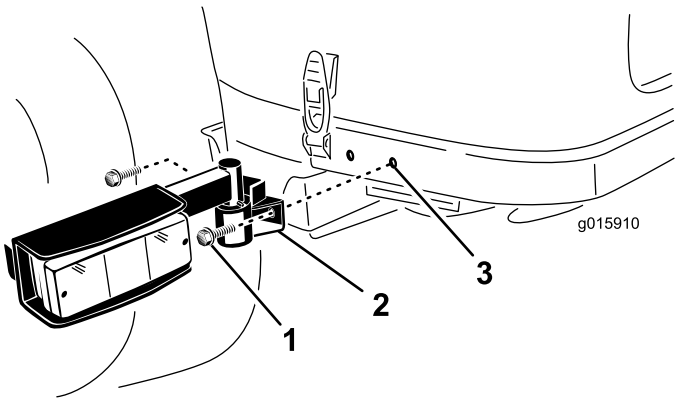

Bild 9
1. Befestigen Sie eine Leuchte in den Befestigungslöchern hinten an den Motorhaubenriegeln mit zwei Stellschrauben (3/8 x 3/4 Zoll) an jeder Seite des Heckrahmens (Bild 9). Wenn der Heckrahmen keine Befestigungslöcher hat, gehen Sie auf den nächsten Schritt.